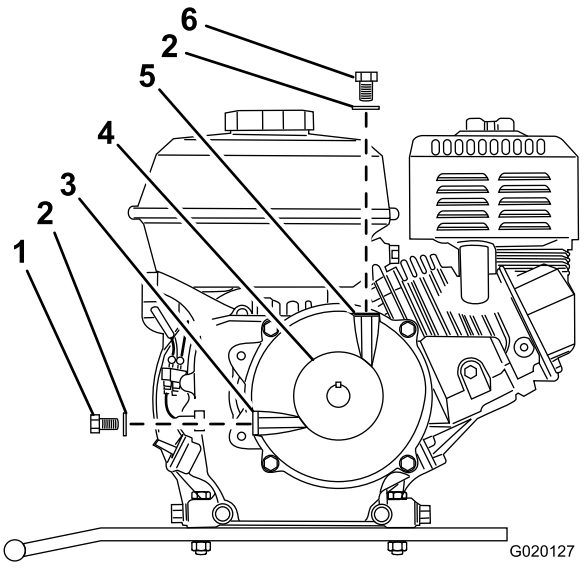

Figure 66
3. Remove the filler bolt and washer from the filler port on the top of the reduction case (Figure 66).
4. Remove the oil-level-check bolt and washer from the oil-level port in the side of the reduction case (Figure 66).
9. Install the oil-level-check bolt and washer to the oil-level port of the reduction case, and tighten the oil-level-check bolt (Figure 66).
10. Install the filler bolt and washer to the filler port of the reduction case, and tighten the filler bolt (Figure 66).